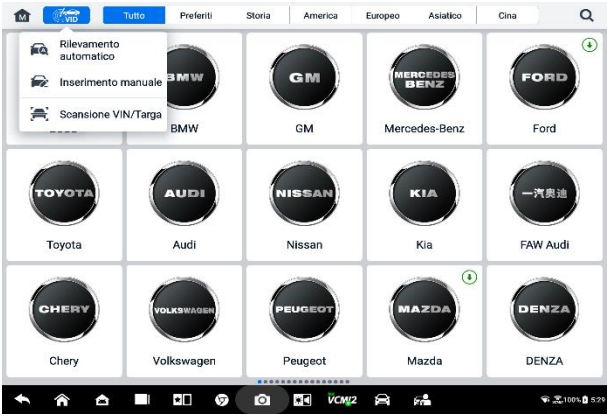

Figura 6-6 ***Schermo del pulsante VID***
2. Tocca il pulsante **VID** sulla barra degli strumenti in alto (vedi *Figura 6-6 Schermo del pulsante VID*).
Tocca Scansiona **VIN /Planner** nell'elenco a discesa (vedere *Figura 6-6 Schermo del pulsante VID*), si aprirà la fotocamera. Sul lato destro dello schermo, dall'alto verso il basso, sono disponibili tre opzioni: **Scansione codice a barre, Scansione VIN** e **Scansione targa.**